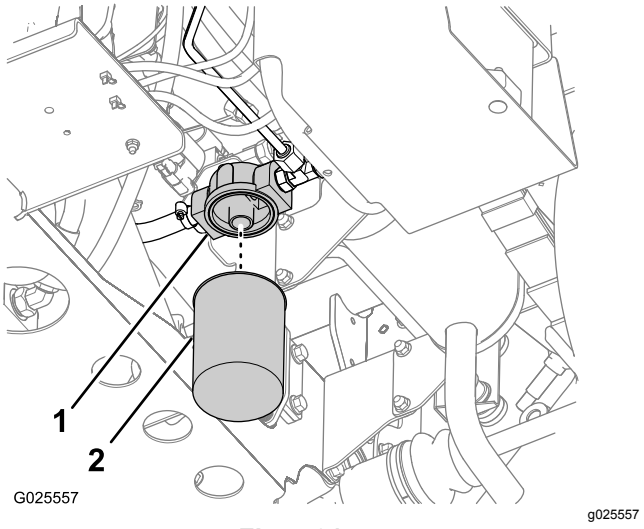

**Figur 81**
2. Rengjør området rundt der filteret monteres (Figur 81).
3. Plasser et tappefat under filteret (Figur 81).
4. Fjern filteret ved å rotere det mot urviseren (Figur 81).
5. Rengjør overflaten på filteradapteren der filteret skal plasseres (Figur 81).
7. Tre det nye filteret på filteradapteren til filterpakningen kommer i kontakt med adapteroverflaten (Figur 81). Stram deretter filteret ytterligere en halv omdreining (Figur 81).